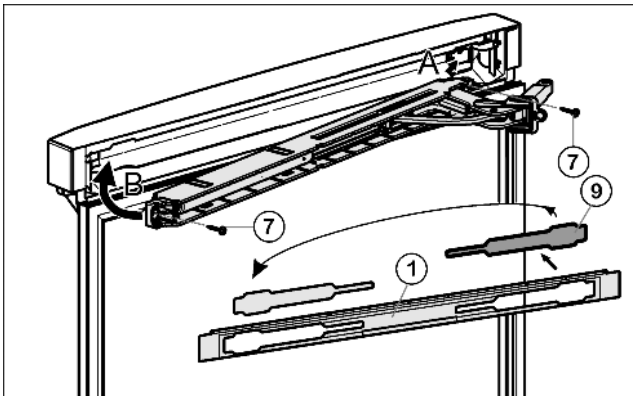

Fig. 22
▶ Remove the cover *Fig. 22 (9)* from the faceplate *Fig. 22 (1)* and re-insert it at the other side.
▶ Engage the upper soft stop unit with the joint on the hinge side (A) and swivel into place (B).
▶ Screw the soft stop unit firmly into place. (2x Torx® 15) *Fig. 22 (7)*